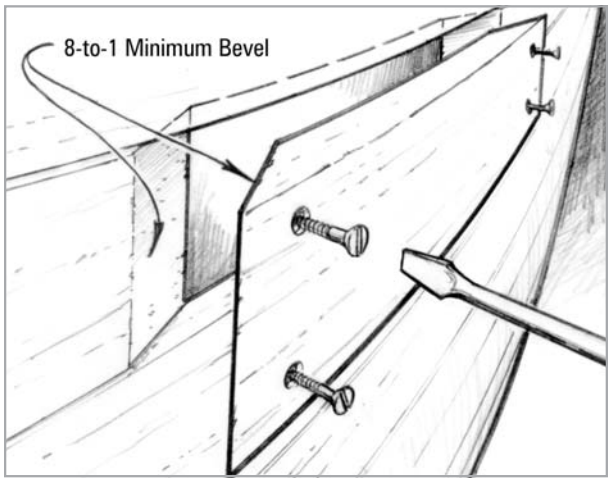

Figure 5-6 *Replace a section of plank using scarf joints.*
3. Cut a piece of wood to fit the opening. Match the 8-to-1 bevel on each end *(Figure 5-6)*. Make the new piece of wood slightly thicker than the original planking. Excess material inside or outside the hull can be planed off after the glue has cured.